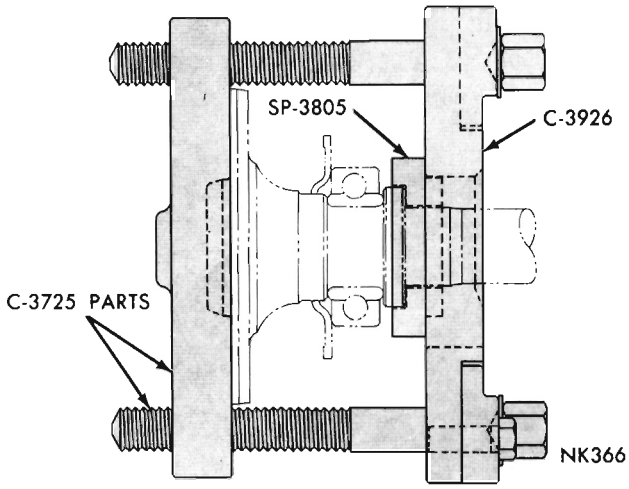

Fig. 6—Installing Rear Axle Shaft Bearing
(1) Install axle shaft retainer plate, bearing, and bearing retainer collar on axle shaft. The axle shaft bearing and bearing retainer collar must fit tightly on bearing journal of axle shaft. Using tool C-3725 and C-3926 press them into place by tightening bolts in tool alternately (Fig. 6). **Satellite models equipped with 7-1/4 inch axle, install bearings and retainer collars using Tool C-3971 and adapter C-4000.**